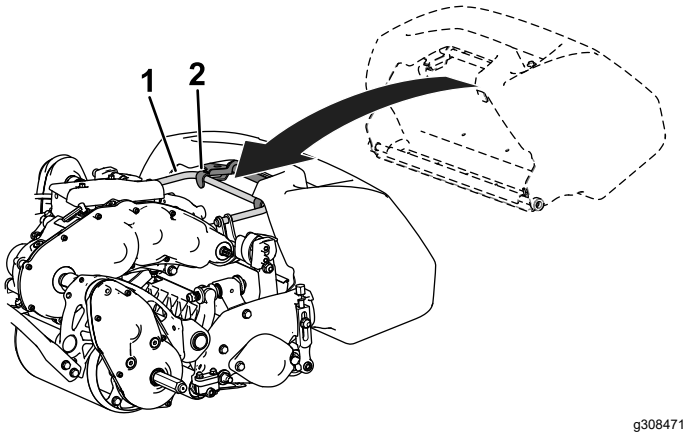

Rysunek 11
2. Poprowadź krawędź kosza między płytami bocznymi zespołu tnącego i ponad rolką przednią (Rysunek 11).
3. Zamontuj haki kosza ponad pętlą ramy (Rysunek 11).